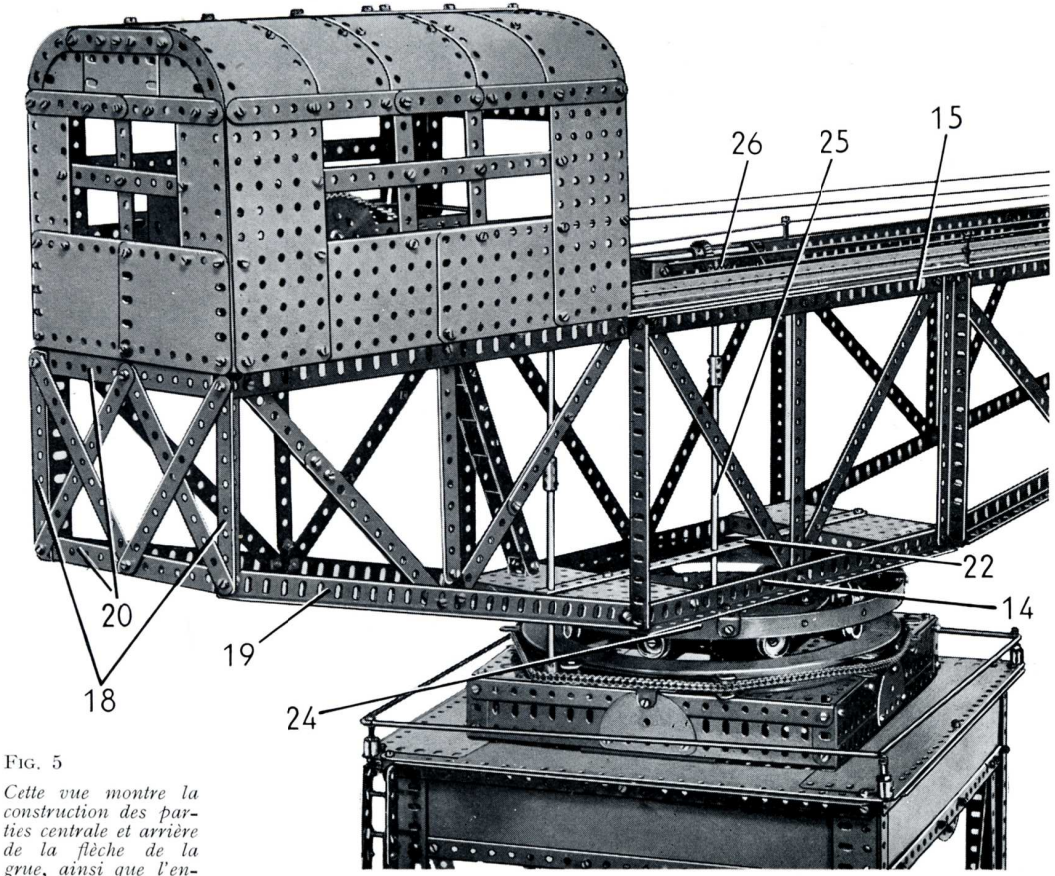

FIG. 5
La partie centrale de chaque longeron principal de la flèche est constitué par une cornière de 25 trous (14) (fig. 5) qui porte à chaque extrémité une cornière de 15 trous verticale, et au centre une bande de 15 trous. Les cornières et la bande de 15 trous sont réunies au sommet par une poutrelle (15) faite d'une cornière de 49 trous qui recouvre une cornière de 37 trous sur trois trous, tandis qu'une autre cornière de 37 trous recouvre la première sur 13 trous. A l'avant, une cornière de 5 trous (16) (fig. 7) est boulonnée sur la poutrelle (15) et elle est réunie à la cornière (14) par une poutrelle (17) faite d'une cornière de 49 trous et d'une de 11 trous qui se recouvrent sur un trou, et qui est réunie à l'avant de la cornière (14) par un support plat. Une cornière de 9 trous (18) est fixée à l'extrémité arrière de la poutrelle (15), et à son extrémité inférieure est boulonnée une cornière de 25 trous (19). Cette dernière est réunie à l'extrémité arrière de la cornière (14) par un support plat.
et une de 11,5 cm. réunies par un accouplement. Cet axe passe dans une bande (42) faite d'une bande de 11 trous et d'une de 9 trous boulonnées l'une sur l'autre, et dans l'une des plaques à rebords de 14×6 cm. fixées entre les cornières (14). L'axe porte à son extrémité inférieure une roue de chaîne de 18 dents reliée par une chaîne Galle à la couronne de 25 cm. (8) comme le montre la figure 5.
La partie inférieure du côté de la cabine qui apparaît sur la figure 5 est constituée par deux plaques sans rebords de 11,5×6 cm. et par une plaque sans rebords de 14×6 cm. placée verticalement à chaque extrémité. Les plaques verticales sont réunies au sommet par deux bandes de 11 trous et une de 5 trous. Le côté qui apparaît sur la figure 1 est constitué par deux plaques sans rebords de 14×6 cm. et par une plaque sans rebords de 6×6 cm., tandis qu'une plaque flexible de 14×4 cm. est placée verticalement à chaque extré-